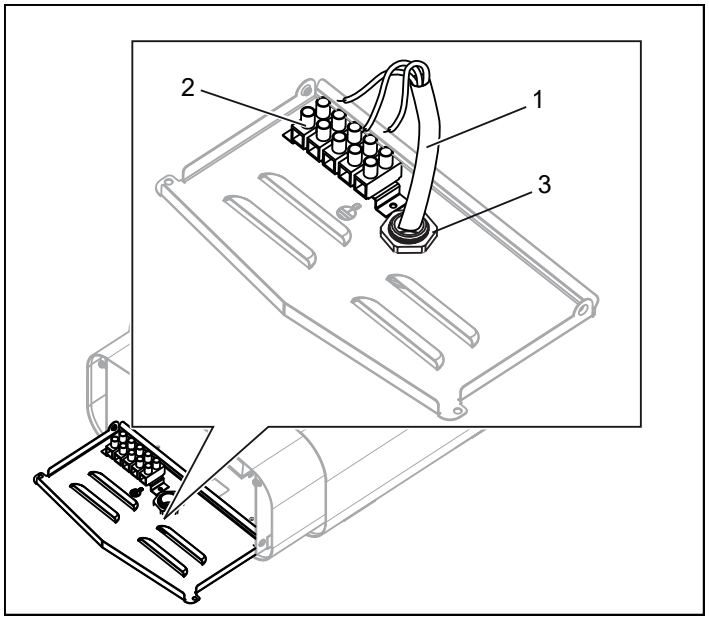
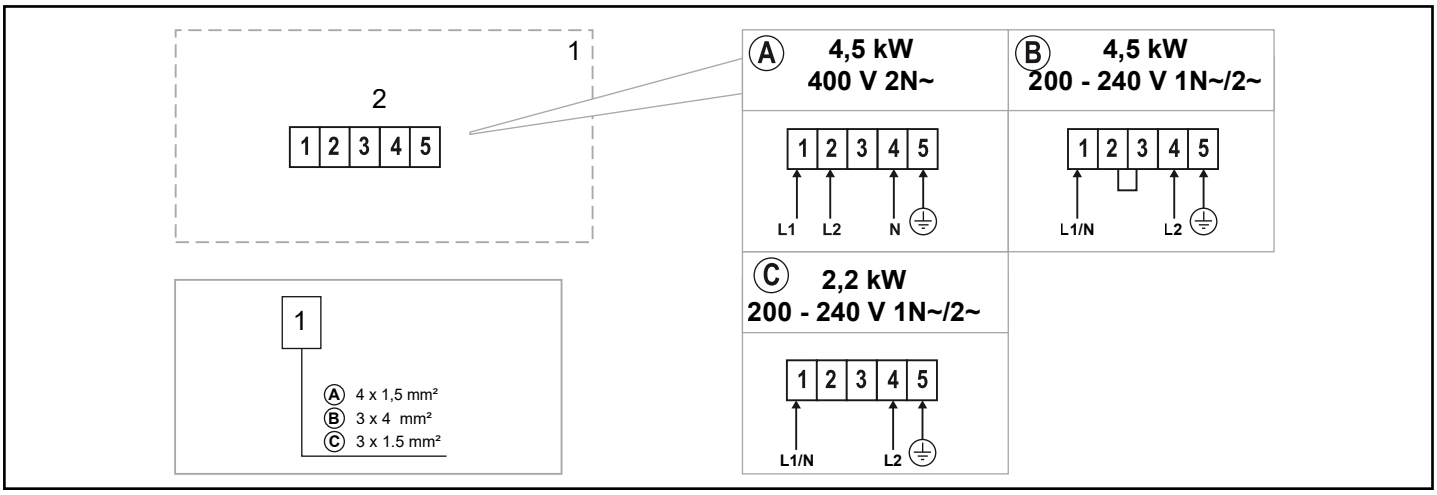

Afbeelding 6: Verbinding
Afbeelding 15: Bedradingsschema
3. Bevestig trekontlastingstoestellen (3) en sluit de elektriciteitskabel (1) aan op de aansluiting (2) (zie afbeelding 6) volgens het bedradingsschema (zie het gedeelte Aansluit- en bedradingsschema, afbeelding 15).